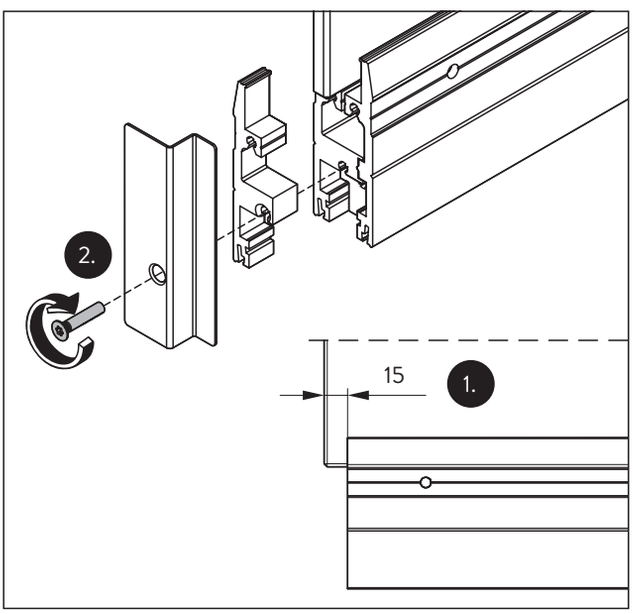

Fig. 45 Montar la pieza del adaptador y la cubierta del extremo
1. Revise la proyección de vidrio (Fig. 45/1) y reajústela si es necesario.
2. Atornille la pieza adaptadora y la cubierta frontal en ángulo al riel de la puerta con el tornillo (Fig. 45/2).